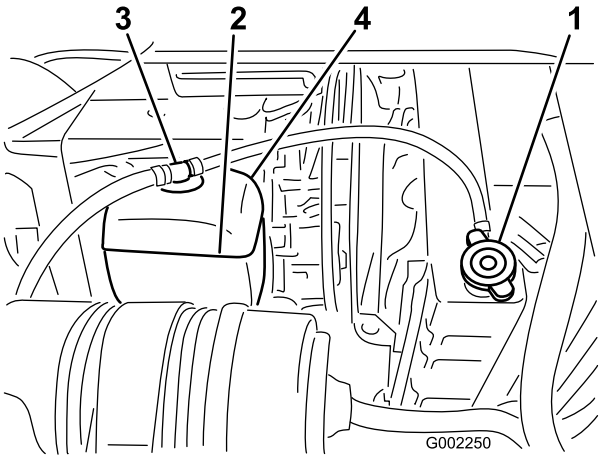

Figur 53
3. Afmonter forsigtigt kølerdækslet og ekspansionsbeholderens dæksel (Figur 53).